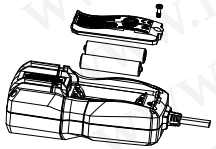

图12
2、将本产品面板朝下，并旋开电池盒l个螺丝，卸下电池盖，即可更换电池。(如图12)